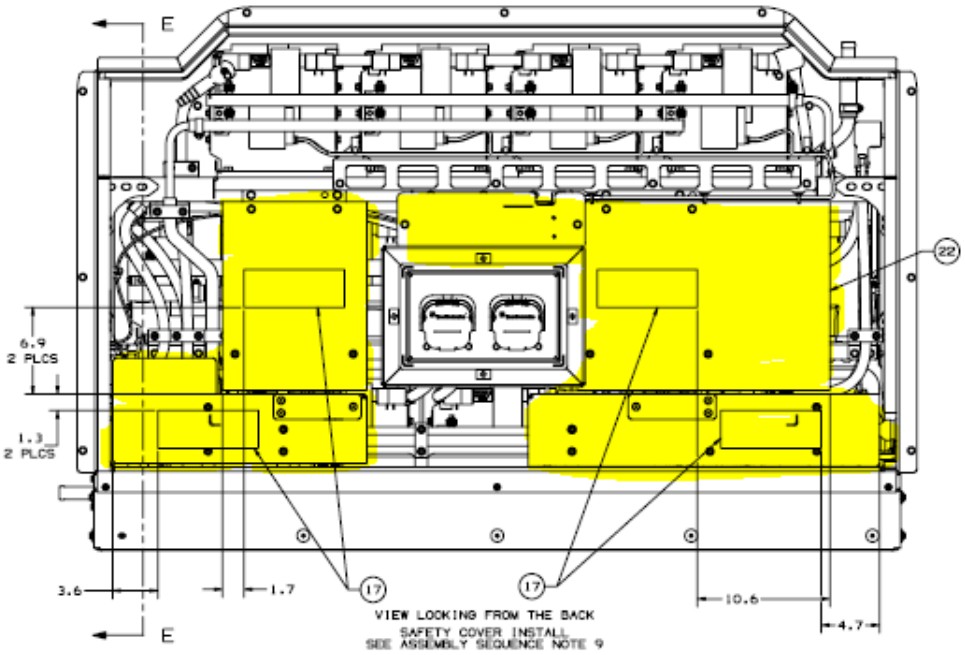

Figure 9: Rear ESS With Outer Covers Removed
3.1 Remove the remaining covers highlighted below in figure 9. Replace at the end of section 3 torquing cover mounting hardware to 5 ft-lbs WET with Loctite PN: 081034.